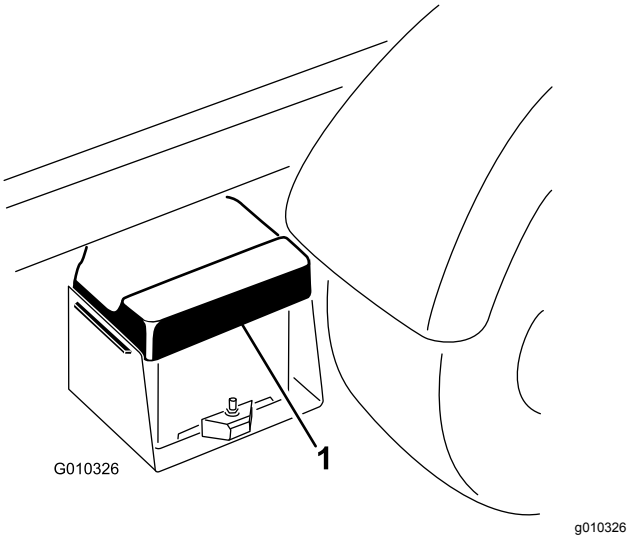

**Figur 41**
1. Klem på batteridækslet for at løsne tapperne fra batteribundpladen, og fjern batteridækslet fra batteribundpladen (Figur 41).